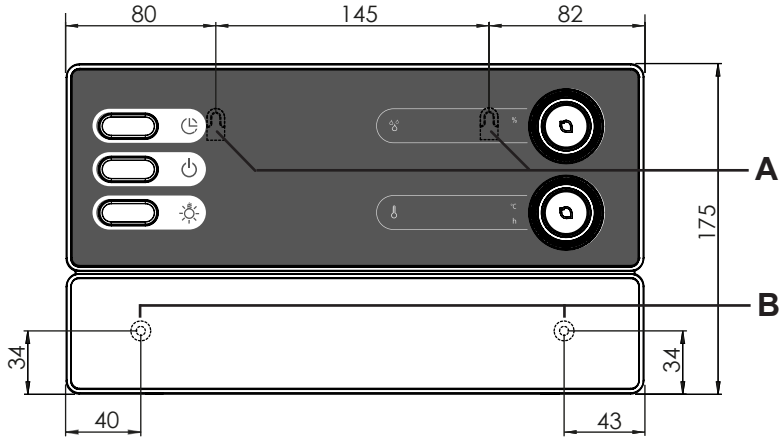

Fig. 1 Position du dispositif de suspension et des ouvertures de montage (mesures en mm)
1. Vissez deux vis cruciformes (16 mm) à une hauteur d’environ 1,70 m jusqu’à obtenir un écartement de 7 mm dans la paroi du sauna. L’espace entre les deux vis doit être de 145 mm (voir **Fig. 1**).
3. Accrochez la commande de sauna à l’aide du dispositif de suspension **A** aux vis cruciformes montées (voir **Fig. 1**).
4. Vissez deux vis cruciformes (16 mm) dans les ouvertures de fixation inférieures **B** (voir **Fig. 1**).